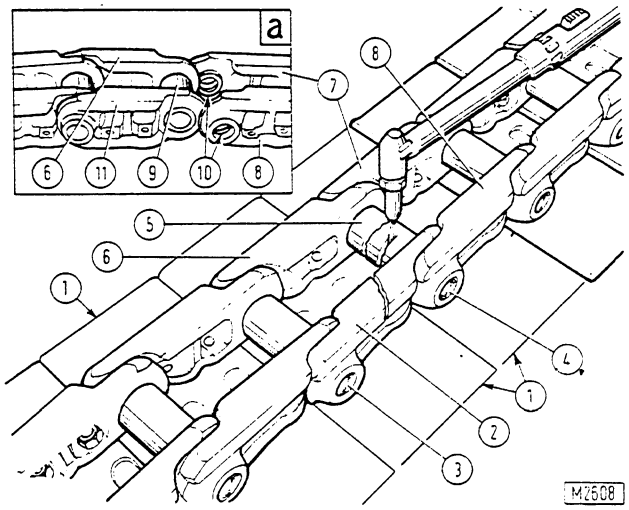

Fig. 14-5 - Replacing a damaged link.
Remove shoe (1, Fig. 14-5) attached to link (2) to be replaced and two adjacent shoes.